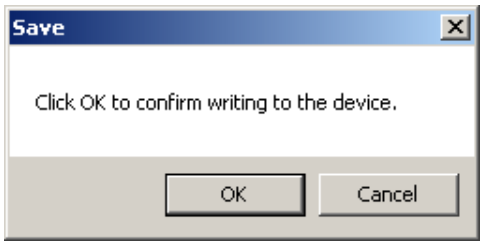

Figure 4-2 Save to Device Confirmation Screen
4. Select **Save**. TapTalk will display a "Save to Device" confirmation screen (Figure 4-2).
3. Select **Save**. TapTalk will display a "Confirm Writing to Device" confirmation screen (Figure 4-2).